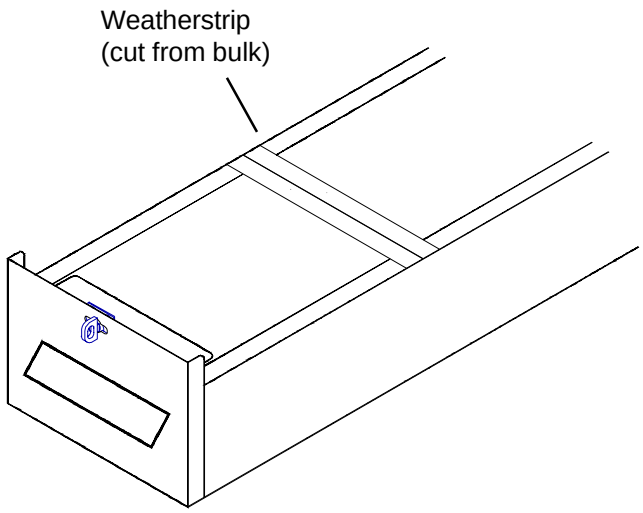

Figure 8. *Assembly Weatherstripped for Crossmember*
7. Mark the Conduit Carrier where it lays on the van rack crossmembers. Remove the Conduit Carrier from the van rack. Adhere Weatherstripping to the underside of the unit where it laid on the crossmembers (*see Figure 8.*).